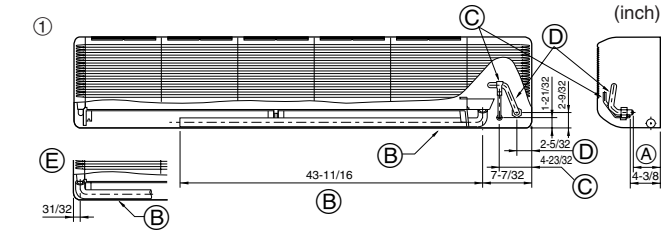

Fig. 4-2
① Posición de los tubos del refrigerante y de drenaje (Fig. 4-2)